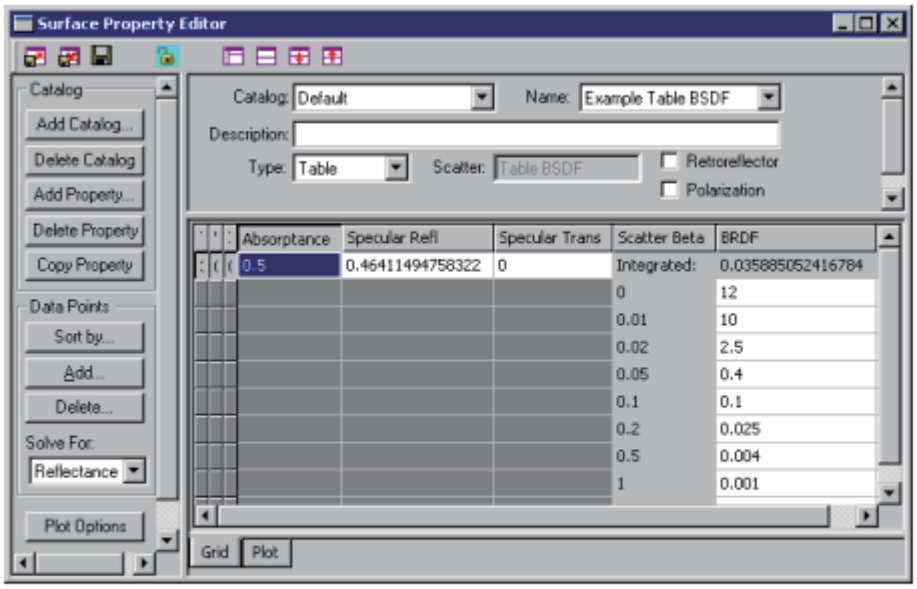

FIGURE 3.22 - Table BSDF surface property after entering 0.05 for absorptance and solving for Reflectance. The property is complete and ready for use.
9. エネルギー保存のための解決機能の使用（必要に応じて）: 必要に応じて、解決機能を使用して、プロパティがエネルギーを保存するようにします。完成したサンプルサーフェスプロパティを図 3.22 に示します。